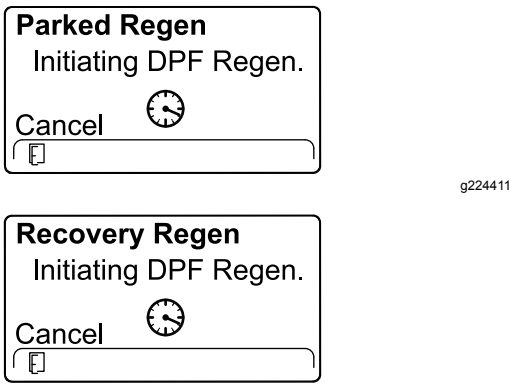

Figuur 60
5. Het InfoCenter toont de boodschap INITIATING DPF REGEN (Figuur 60).